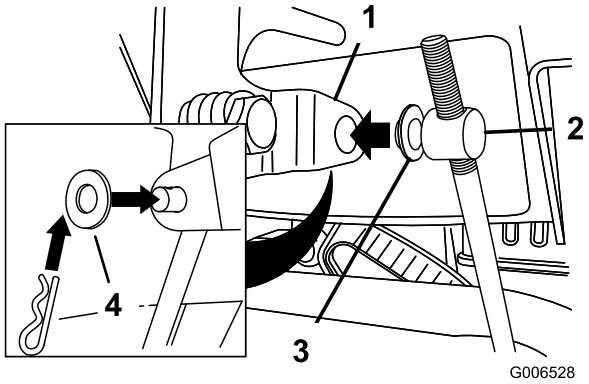

Figur 5
3. Placera en planbricka på skruvleden (Figur 5).
6. Tryck ned hastighetskontrollstången och för in skruvleden i hålet i växelväljarspaken (Figur 5).
B. Koppla bort skruvleden från växelväljarspaken (Figur 5).
C. Vrid skruvleden nedåt (medsols) på hastighetskontrollstången (Figur 5).
D. Anslut skruvleden till växelväljarspaken (Figur 5).